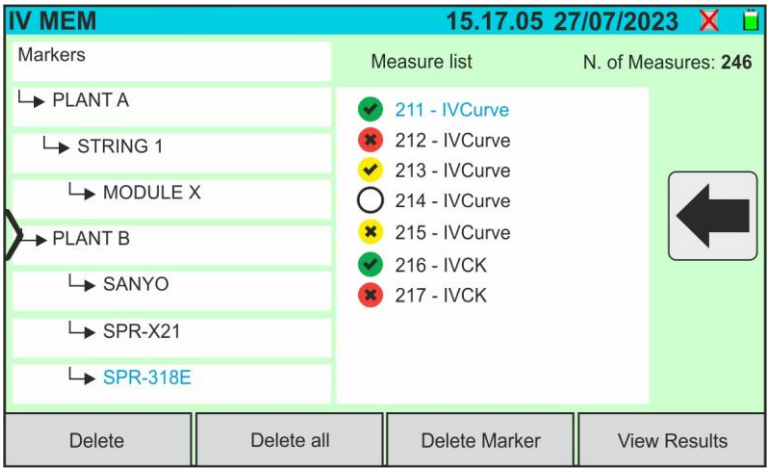

Fig. 72: Displaying results
4. Select a measurement by highlighting it in blue and tap on the "**View Results**" key to display it. In the case of Fig. 72, the following screen is displayed relative to the I-V curve measurement:
1. Tap on the "**Memory**" icon on the main menu to display the data (see Fig. 72)